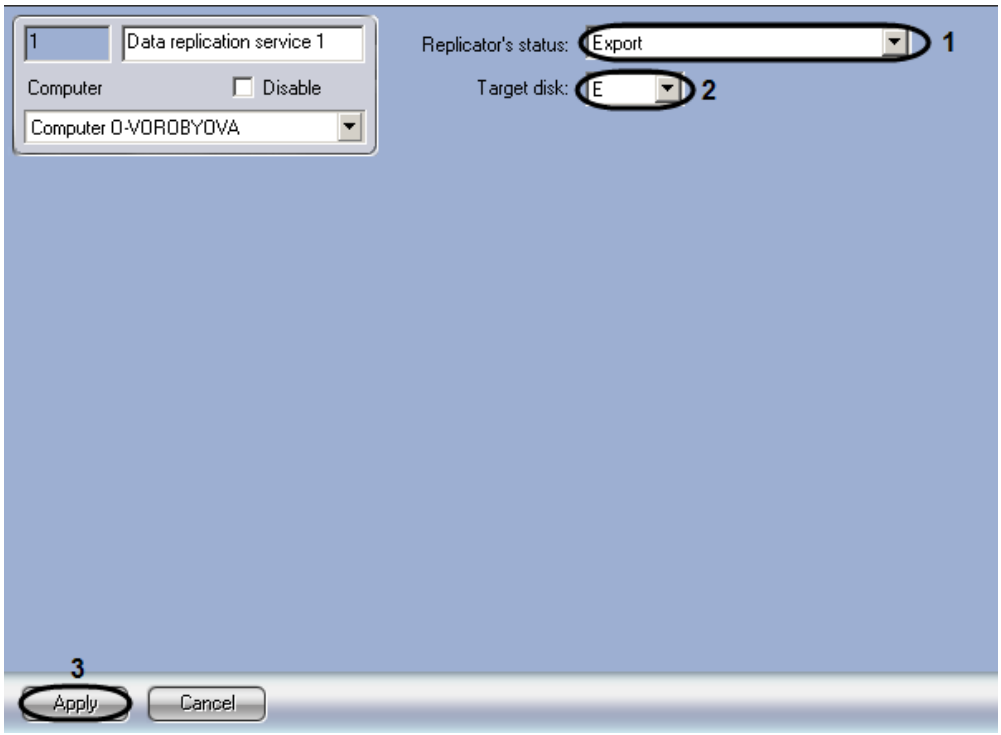

Figure 8.15-2 Configuration of the Data replication service object
1. Go to the settings panel for the “Data replication service” object (Figure 8.15-2).
2. In the “Replicator’s status” dropdown list select the “Export” value if the Server is an archive Source or the “Target” value if the Server is a target (Figure 8.15-2, 1).
3. If the Server is a Source, then in the “Target disk” dropdown list select the name of a removable storage used for archive transfer. If the Server is a Target, then in the “Target disk” dropdown list select a disk where the archive form a removable storage is to be copied (Figure 8.15-2, 2).
4. Click the “Apply” button (Figure 8.15-2, 3).